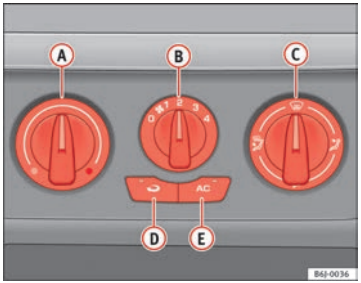

Fig. 102 Air conditioning controls on the dash panel
– Disconnect the cooling system using button ⇒ fig. 102 AC (the button light turns off).
When air recirculation mode is switched on (button ⇒ fig. 102 with warning lamp) strong odours in the outside air do not enter the vehicle interior, for example when passing through a tunnel or in a traffic jam.